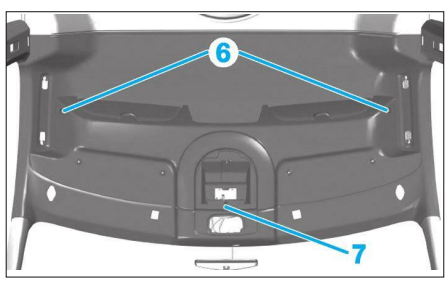
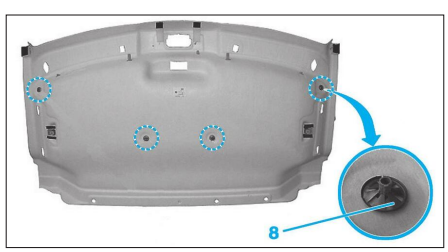

**Fig. 41**
**Fig. 42**
• Déposer les deux vis situés aux extrémités du pavillon (6) **(Fig.41)**.
• Déposer la garniture de pavillon (7).
• Couper les circlips (8) pour désolidariser le support de la garniture **(Fig.42)**.